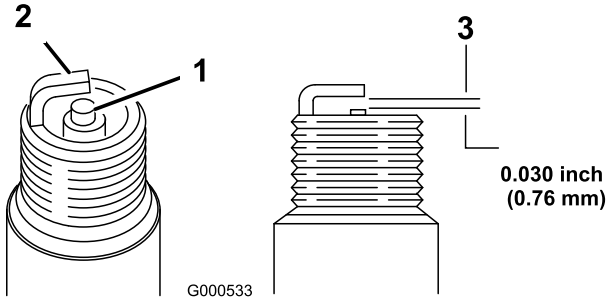

Figura 36
1. Controllate il centro della candela (Figura 36). Se l'isolatore è marrone chiaro o grigio, il motore funziona correttamente. Una patina nera sull'isolatore significa in genere che il filtro dell'aria è sporco.
2. Controllate la distanza tra gli elettrodi centrale e laterale (Figura 36). Se la distanza non è esatta, piegate l'elettrodo laterale (Figura 36).